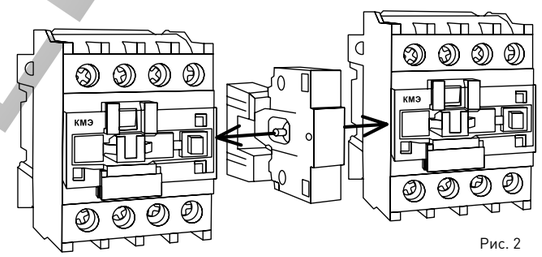

Рис. 2
2. Схема реализации реверсивной схемы на контакторах КМЭ с использованием блокировочного устройства (рис. 2).